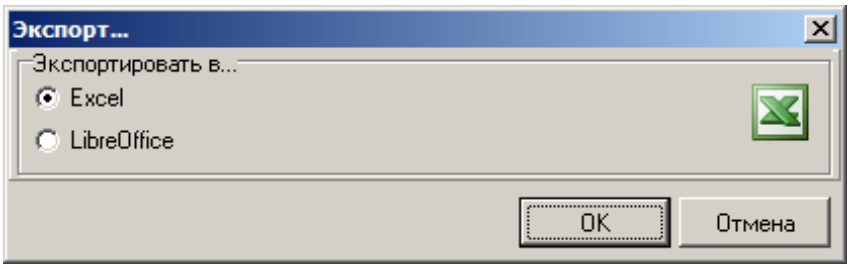

Рис. 2. Окно Экспорт...
- В окне **Экспорт...** укажите программу, в которую будет произведен экспорт (см. рис. 2).